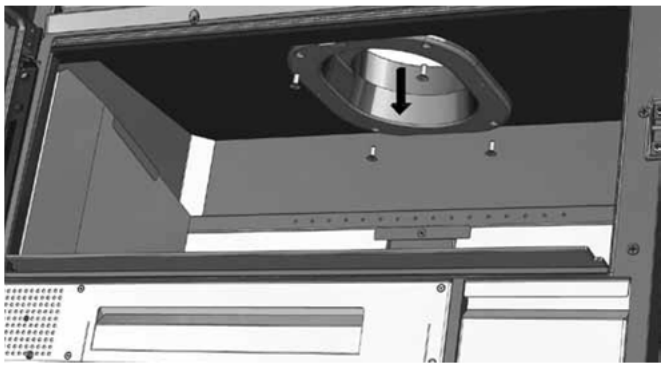

FIG. 11
1. Soltar os quatro parafusos que sujeitam o anel de fixação ao teto do compacto (fig. 11).